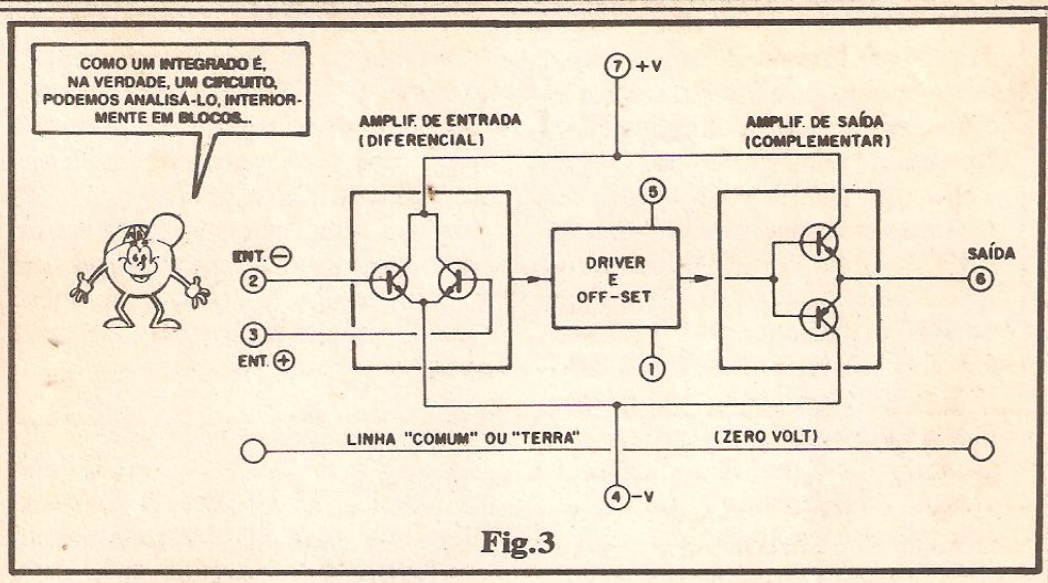
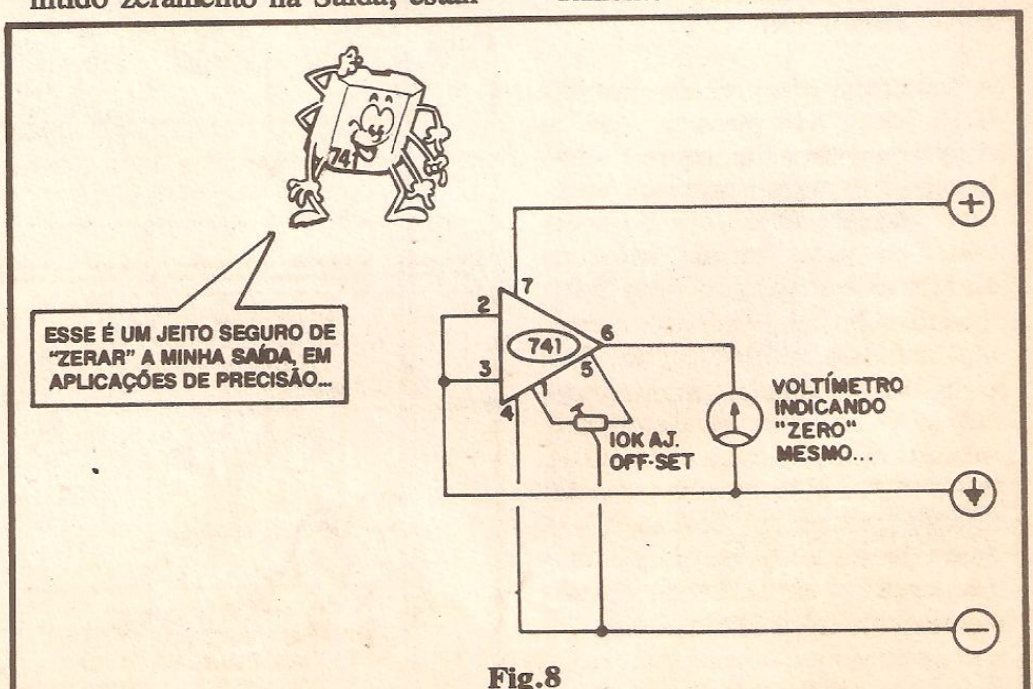

Fig.3
Fig.8
- FIG. 3 - OS BLOCOS INTERNOS DE UM 741 - Basicamente, todo Amplificador Operacional (como o 741...) é formado internamente por um bloco de entrada, na forma de um amplificador diferencial, dotado de duas entradas, uma inversora e uma não inversora, seguindo-se um bloco para controle da compensação ou **off-set** (através do qual podemos, externamente, "forçar" um "zeramento" na saída - detalhes mais adiante...) e **driver** (excitação), finalmente tudo "desembocando" num amplificador de saída, do tipo complementar (permitindo a excursão do sinal na saída, "para cima" ou "para baixo" de um "zero" nominal ou referencial...). Notem os Leitores/"Alunos", que tanto na figura anterior (2) quanto na presente, toda a identificação numérica dos pinos está lá, indicada dentro dos pequenos círculos... Na fig. 3, contudo, vemos uma linha denominada "comum", "terra" ou "zero volt", em cujas extremidades estão também pequenos círculos, **sem** a indicação numérica de "a qual pino" se referem... A explicação é simples: essa "linha de terra" corresponde ao "comum" da alimentação externamente aplicada, fazendo parte, portanto, do arranjo circuital onde o Amp.Op. vá ser aplicado, conforme explicaremos logo adiante... Normalmente o 741 (e todos os Amp.Ops.) são energizados por fontes "divididas" (**split**, em inglês...), constando de uma linha **positiva** (+V), uma negativa (-V) e uma linha de "terra", também chamada de "comum", ou de "zero volt"... Essa especial configuração das linhas de alimentação permitem - como já foi dito - que tanto o nível quanto a própria polaridade do sinal obtido
- **FIG. 8** - AJUSTANDO O OFF-SET ("ZERANDO" A SAÍDA "NA MARRA"...) - Em muitas aplicações típicas, as próprias polarizações e níveis reais, aplicados às Entradas, se encarregam de "colocar" o 741 "nos eixos", quanto à posição da sua Tensão de Saída "em repouso"... Existem, contudo, aplicações circuitais de precisão que exigem um nítido zeramento na Saída, estando as Entradas sob rigorosamente idênticas Tensões... Para nos ajudar na COMPENSAÇÃO ou no chamado controle de OFF-SET (anulação da "Tensão de Erro"), estão lá, no 741, os pinos 1 e 5... Basta intercalarmos um **trim-pot** (ou potenciômetro) de 10K entre tais terminais, levando o cursor do componente ajustável à linha do **negativo** da alimentação. Girando lentamente o tal resistor variável (em algumas aplicações super-rigorosas podemos até aplicar um **trim-pot** tipo "multi-voltas"...), compensamos as polarizações internas do bloco **driver** do 741 (ver fig. 3) e levamos a Tensão de Saída **realmente** a "zero" (o que poderá ser indicado pelo "centramento" do ponteiro, num voltímetro de zero central, conforme sugere o diagrama...), estando ambas as Entradas devidamente "aterradas"...